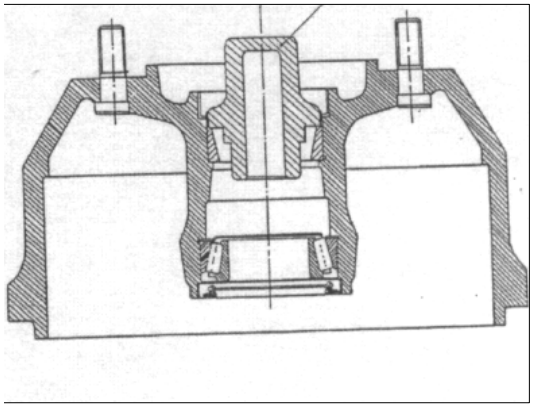

РИС. 282
6) Установите наружное кольцо наружного роликового подшипника, используя оправку 2651 5890 3308 (см. рис.282).